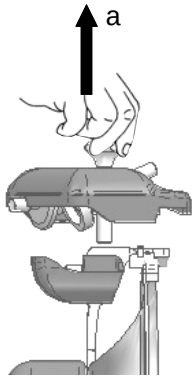

Abb. 46
1. das Oberteil bis zum Anschlag hochziehen (*Abb.46 Detail a*);